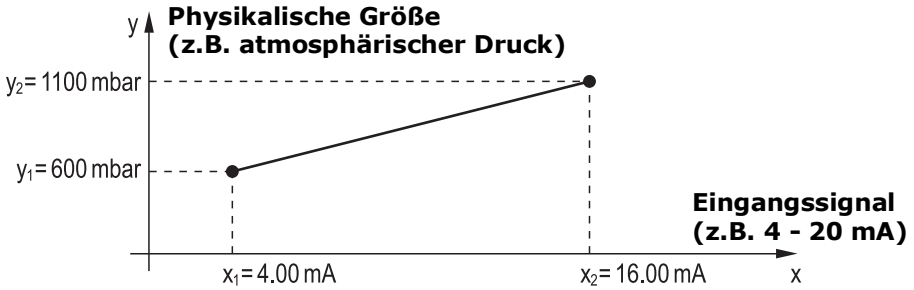

Abb. 13.6.1: Beispiel für die Zuordnung einer Messgröße zum erfassten Signal
3. Den Minimalwert vom Spannungs- oder Stromsignal einstellen (z.B. 4 mA, Punkt X1 im Beispiel auf Abb. 13.6.1). Die erste Ziffer mit den Pfeiltasten ▲ und ▼ einstellen. Dann den Befehl "-->" (Taste **F2**) auswählen, um den Cursor auf die nächste Ziffer zu verschieben (die ausgewählte Ziffer blinkt). Um zur vorherigen Ziffer zurückzukehren, den Befehl "<--" (Taste **F1**) auswählen. Wenn alle Ziffern eingegeben worden sind, die Eingabe durch Drücken von **OK** (Taste **F3**) bestätigen.
4. Den Höchstwert vom Spannungs- oder Stromsignal einstellen (z.B. 16 mA, Punkt X2 im Beispiel auf Abb. 13.6.1). Die erste Ziffer mit den Pfeiltasten ▲ und ▼ einstellen. Dann den Befehl "-->" (Taste **F2**) auswählen, um den Cursor auf die nächste Ziffer zu verschieben (die ausgewählte Ziffer blinkt). Um zur vorherigen Ziffer zurückzukehren, den Befehl "<--" (Taste **F1**) auswählen. Wenn alle Ziffern eingegeben worden sind, die Eingabe durch Drücken von **OK** (Taste **F3**) bestätigen.
5. Den Minimalwert der Messgröße einstellen, die den Spannungs- oder Stromwerten zugeordnet werden soll (z.B. 800, Punkt Y1 im Beispiel auf Abb. 13.6.1). Die erste Ziffer mit den Pfeiltasten ▲ und ▼ einstellen. Dann den Befehl "-->" (Taste **F2**) auswählen, um den Cursor auf die nächste Ziffer zu verschieben (die ausgewählte Ziffer blinkt). Um zur vorherigen Ziffer zurückzukehren, den Befehl "<--" (Taste **F1**) auswählen. Wenn alle Ziffern eingegeben worden sind, die Eingabe durch Drücken von **OK** (Taste **F3**) bestätigen.
6. Den Höchstwert der Messgröße einstellen, die den Spannungs- oder Stromwerten zugeordnet werden soll (z.B. 1100, Punkt Y2 im Beispiel auf Abb. 13.6.1). Die erste Ziffer mit den Pfeiltasten ▲ und ▼ einstellen. Dann den Befehl "-->" (Taste **F2**) auswählen, um den Cursor auf die nächste Ziffer zu verschieben (die ausgewählte Ziffer blinkt). Um zur vorherigen Ziffer zurückzukehren, den Befehl "<--" (Taste **F1**) auswählen. Wenn alle Ziffern eingegeben worden sind, die Eingabe durch Drücken von **OK** (Taste **F3**) bestätigen.